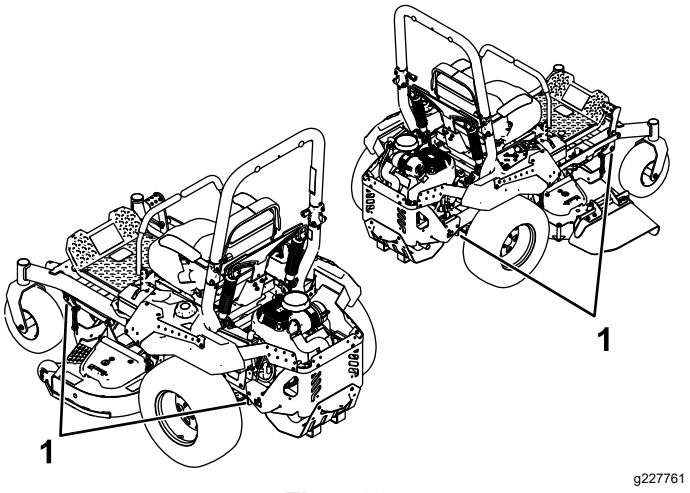

Figur 36
6. Fastgør maskinen i nærheden af de forreste styrehjul og bagstellet med remme, kæder, kabler eller reb (Figur 36). Der henvises til de lokale regler for bindepunkter.